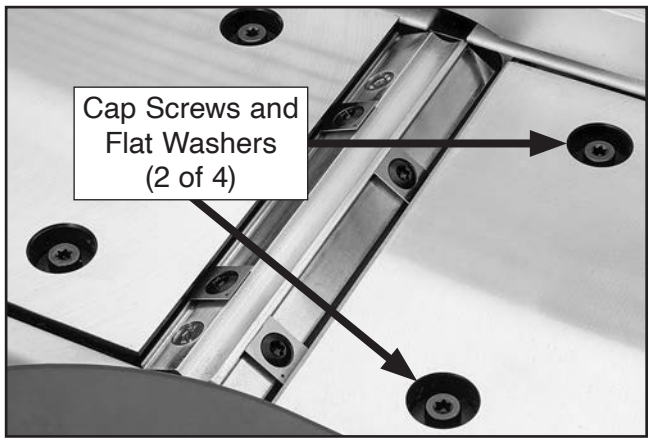

Figure 49. Example of infeed table leveling adjuster location.
4. Access infeed table leveling adjusters by removing (4) cap screws and flat washers from table openings (see **Figure 49**).